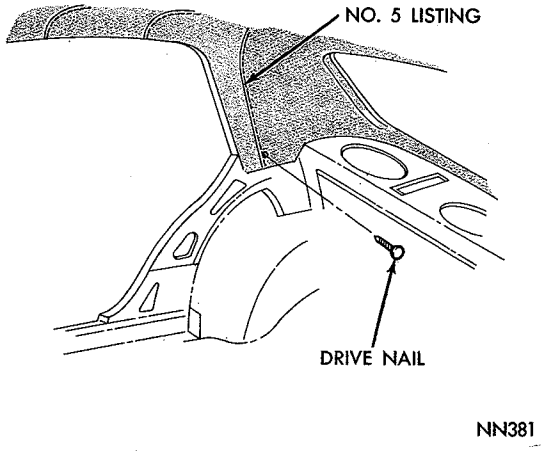

***Fig. 9—Listing Attachment at Roof Extension***
(1) Remove rear seat cushion, dome light, bezel and lens, sun visors, rear view mirror and coat hooks.
(2) Remove headlining from cemented areas at windshield header and rear window opening.
(3) Remove headlining from under shelf panel and the drive nail attaching No. 5 listing to roof extension lower edge (Fig. 9).
(5) Hook rear listing wire to wire supports (Figs. 9 and 13) and stretch material sufficiently to remove all wrinkles while maintaining front to rear alignment. The same amount of material should hang down at both sides.
(6) Insert remaining listing wires into roof side rail retainers following same cautions as in step 5.
(7) Apply cement to windshield header area and when cement becomes tacky, start at centerline area of windshield and position headlining on cemented